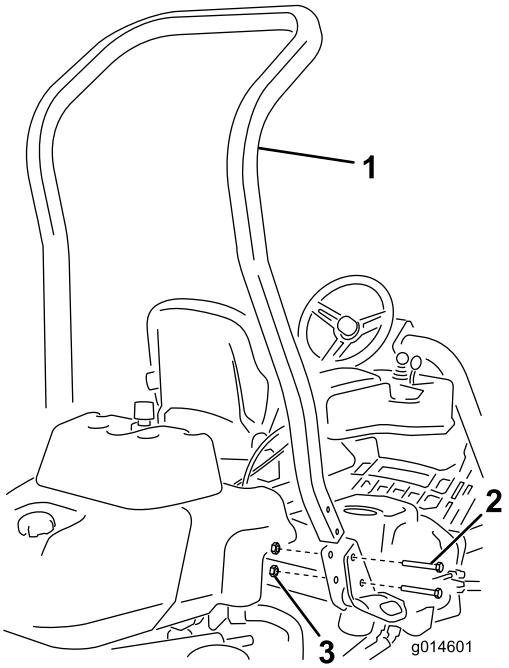

**Figur 3**
3. Fastgør styrtbøjlen i beslagene på hver side af maskinen med 4 bolte (1/2 x 3-3/4 tommer) og fire flangemøtrikker (1/2 tomme) (Figur 3)